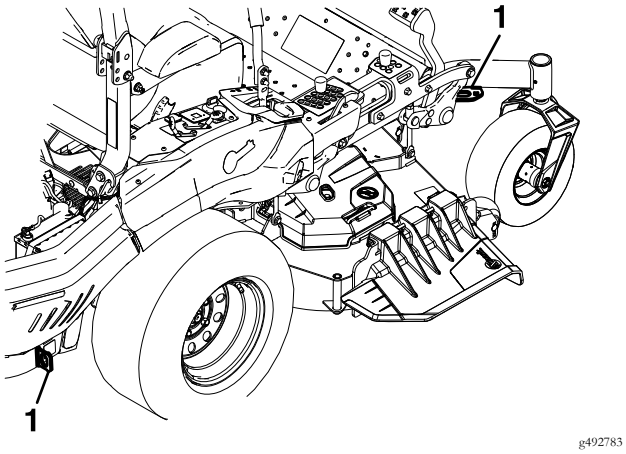

Figure 20
- Securely fasten the machine to the trailer or truck with straps, chains, cable, or ropes. Only use the four designated tie-down locations on the mower–two on the left side and two on the right (see Figure 20). Use these locations even when transporting the mower with an attached accessory. Using non-designated locations may cause damage to the mower and/or attachment.